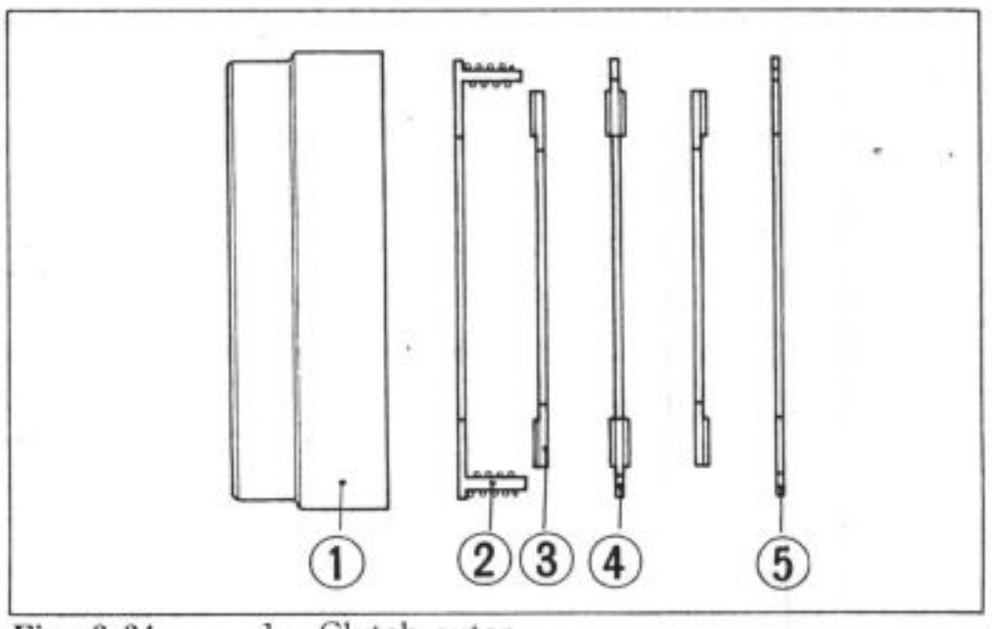

Fig. 3-34 1. Clutch outer
9. Install the clutch plates and clutch friction discs as shown in Fig. 3-34 and secure them with the 101.5mm set ring.